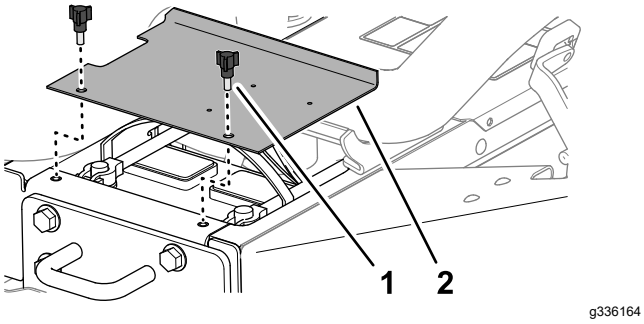

**Figur 42**
1. Frigjør festene på venstre og høyre side av panseret (Figur 42).